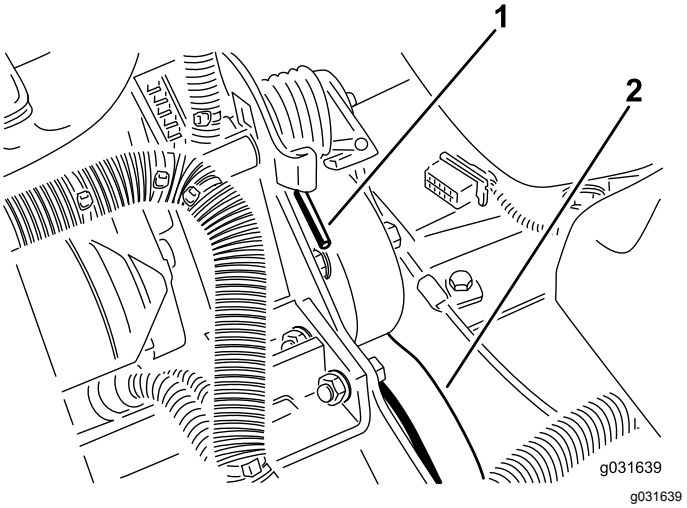

图 59
2. 向下向前按弹簧的端部将其从支架上脱开释放弹簧上的张紧力图 59。